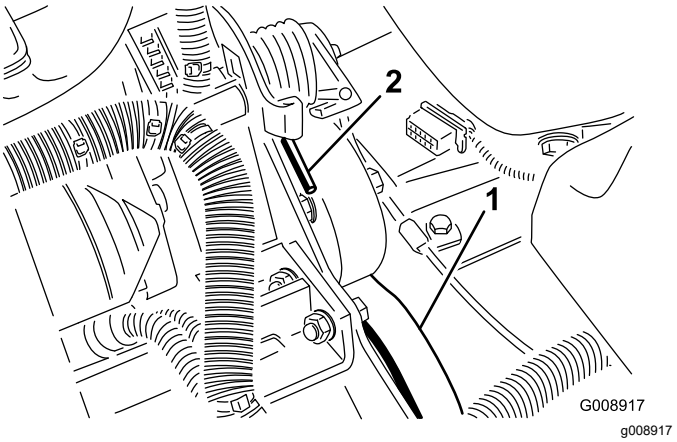

Figur 56
2. Trykk ned og frem på fjærenden (Figur 56) for å hekte den av braketten og frigjøre fjærens spenning.